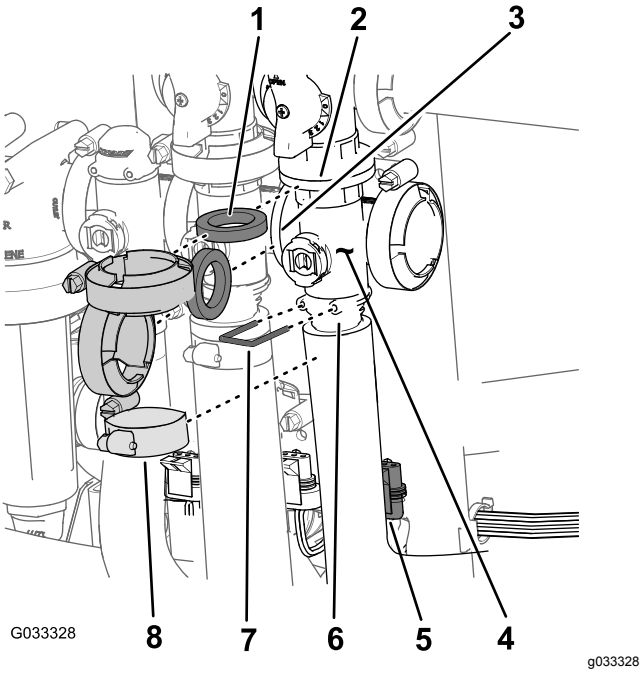

Figur 66
1. Ta bort klämmorna och packningarna som håller fast huvudsprutrampventilens grenrör (Figur 66) vid huvudsprutrampens överströmningsventil, omrörningsventilen och huvudsprutrampens grenrörsventil (vid änden av flödesmätarens slang).
2. Ta bort hållaren som fäster utloppskopplingen vid huvudsprutrampventilens grenrör (Figur 66).